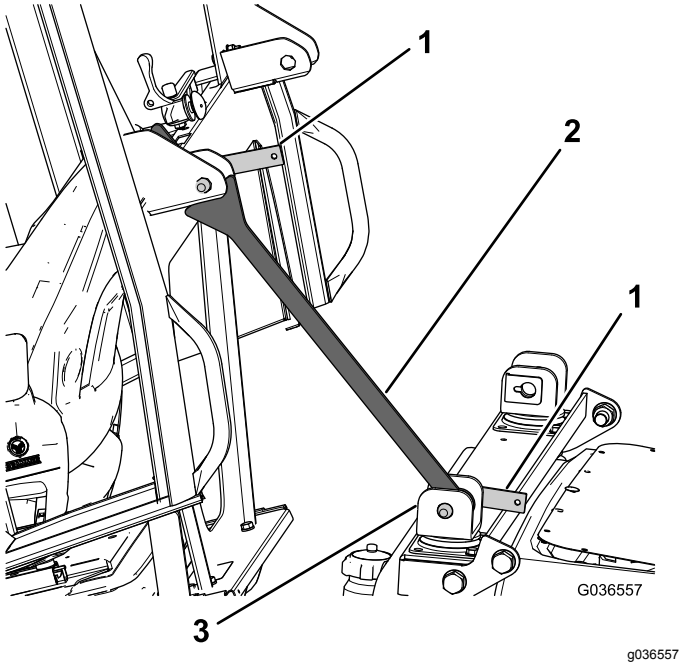

Figur 22
C. Når støttepilarbraketten er montert, roter tverrbjelkebraketten mot førerhuset slik at den hviler mot braketten bak på førerhuset (Figur 22).
D. Sett den gjenværende låsespaken gjennom den øvre braketten for å sikre at støttepilarbraketten er godt festet (Figur 22).